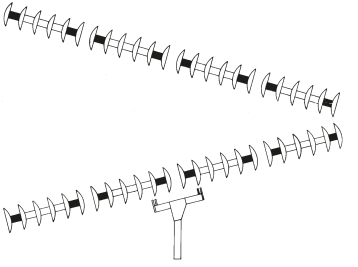

Figura 4
07 - La figura 4, enseña el montaje de las secciones de discos para cada modelo de rastra.
10 - Suspender una parte de la rastra (delantera o trasera), poner el conjunto de discos en línea, observando el modelo en la figura 4. Hacer coincidir los agujeros de los soporte con los agujeros de los cojinetes y hacer el montaje a través de los tornillos item 1 figura 6.